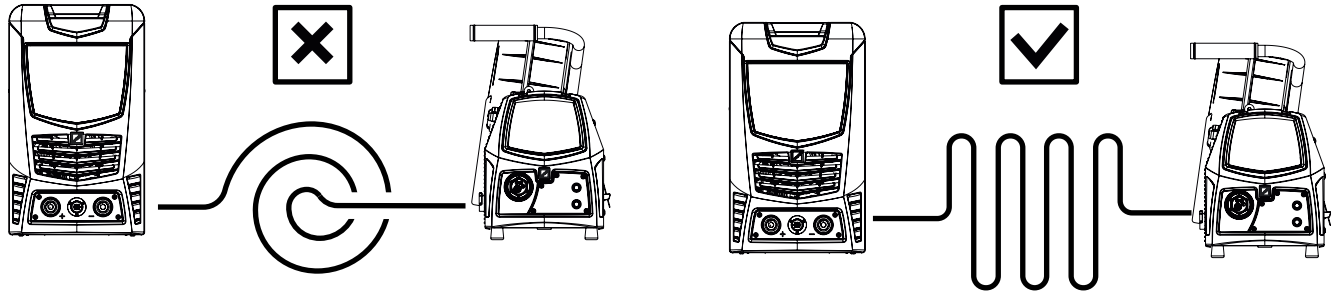

Рис. 5.3
- Не скручивайте кабели в бухты или кольца во время работы — это создаёт дополнительную индуктивность и усиливает помехи. Кабели следует укладывать волнообразно (рис.5.3)